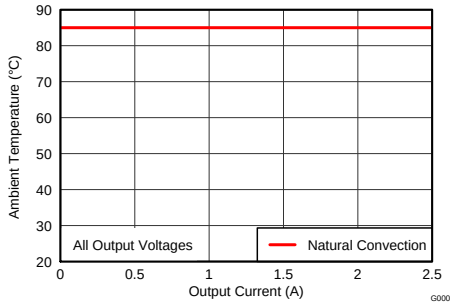

Figure 4. Safe Operating Area
(2) The temperature derating curves represent the conditions at which internal components are at or below the manufacturer's maximum operating temperatures. Derating limits apply to devices soldered directly to a 100 mm × 100 mm double-sided PCB with 1 oz. copper. Applies to Figure 4.